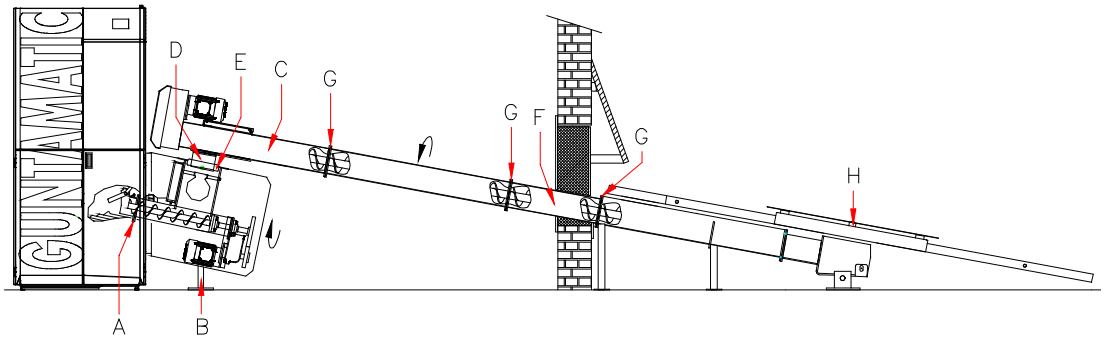

Abb.4
4. Bei abmontiertem Stoker die Einlaufdichtung (A) Abb.4 zwischen Stokereinheit und Kesselflansch einlegen und mit 4 Stück M08 x 30 Sechskantschrauben, Sprengringen und Muttern verschrauben. Den Stützfuß (B) Abb.4 an der Stokereinheit herausdrehen, sodass die Stokereinheit entlastet wird. Das Kabel Zündgebläse, TKS, Füllstandzunge, Brandschutzmotor, Stokerfühler, Antrieb G1 und Antrieb A1 anschließen.
5. Die Antriebseinheit (C) Abb.4 auf die Stokereinheit aufsetzen und in Richtung des Lagerraums drehen. Die Kugel (D) Abb.4 der Antriebseinheit muss luftdicht in der Gummidichtung (E) Abb.4 der Stokereinheit liegen.
6. Die benötigten Schneckentröge am Boden vormontieren. Das serienmäßig mitgelieferte 0, 55 m Trogstück (F), siehe Abb.4, immer im Mauerdurchbruchbereich montieren. Die einzelnen Trogstücke mit M08 x 30 Sechskantschrauben, Sicherungsscheiben und Muttern, ohne Stoß an der Troginnenseite fest verschrauben. Die Schneckenstücke so zusammenstecken, dass die Schneckensteigung (G) Abb.4 ohne Unterbrechung und Stoß weiterläuft. Anschließend die vormontierte Austragschnecke an die Antriebseinheit (C) Abb.4 stecken und festschrauben.
7. Das Rührwerk (H), siehe Abb.4, an die Austragschnecke montieren und darauf achten, dass die Schneckensteigung (G) Abb.4 ohne Unterbrechung und Stoß weiterläuft.